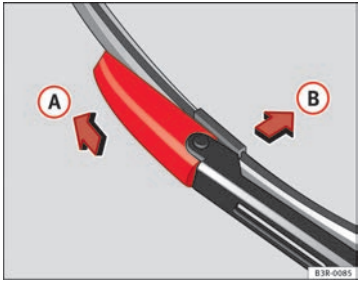

Fig. 181 Removing the wiper blade
– Slide the retainer catch on the wiper blade in the direction indicated ⇒ fig. 181 (A). Hold onto the wiper blade at the same time.
– Pull the wiper blade (B) out of its mounting on the wiper arm.